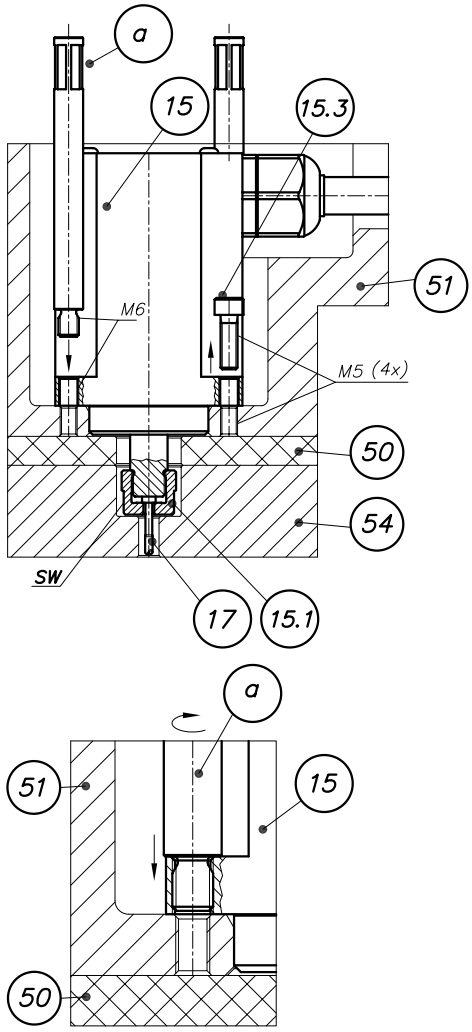
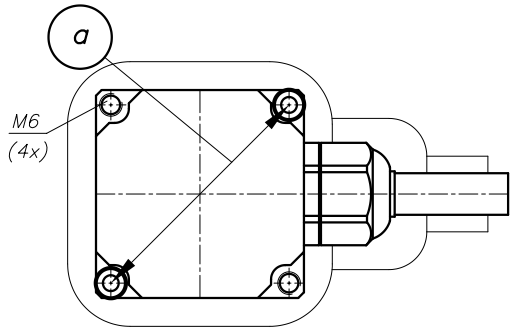

Figure 116: (z342-30) Screw in the bolts of the disassembly device
Figure 117: (z342-31) Screw in bolts diagonally
3. Unscrew and remove the socket head screws (item 15.3) of the electric drive unit.
4. Screw the two bolts (pos. a) of the disassembly device T00543 (pos. b, see Chapter 5.3.1, "Tools and operating materials") into the servo motor housing at diagonally opposite positions and tighten hand-tight using an SW8 spanner. (see Fig. 116 and Fig. 117).